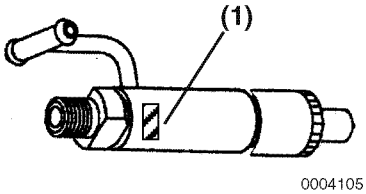

Figure 7-3
Note: All fuel injectors have a three character identification mark **(Figure 7-3, (1))**. The first character starts with “V” or “W”.